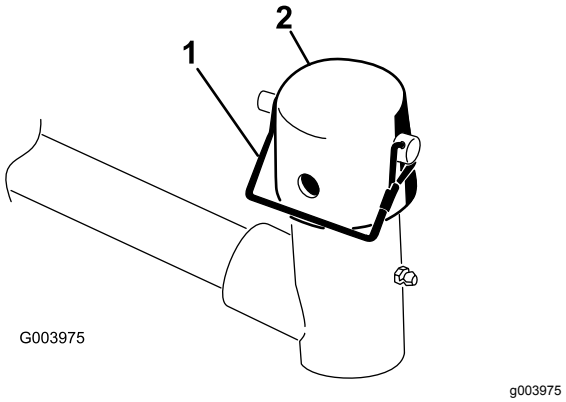

Figur 7
6. Fjern låsestiften og hætten fra løftearmens drejegaffel (Figur 7).
10. Fastgør hætte og bærerammens aksel på løftearmsgaflen med låsestiften (Figur 7).